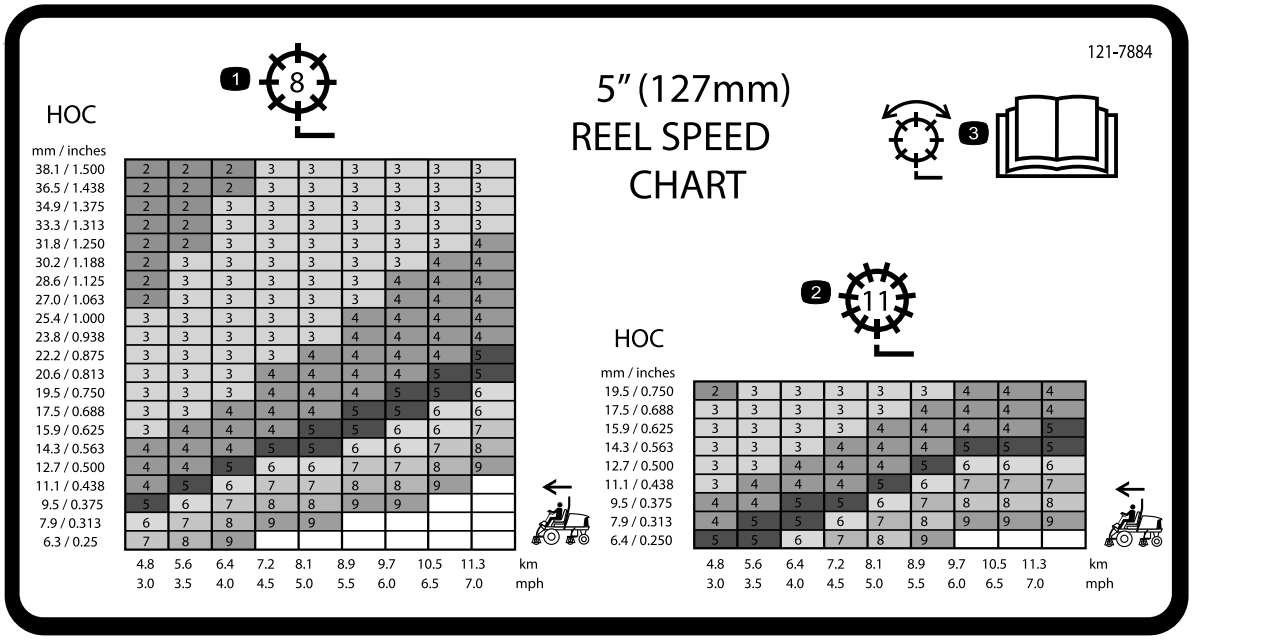

Figur 32
3. Brug oversigten over knivcylindernes hastighed på mærkaten (Figur 32) for at finde den rigtige knivcylinderindstilling.